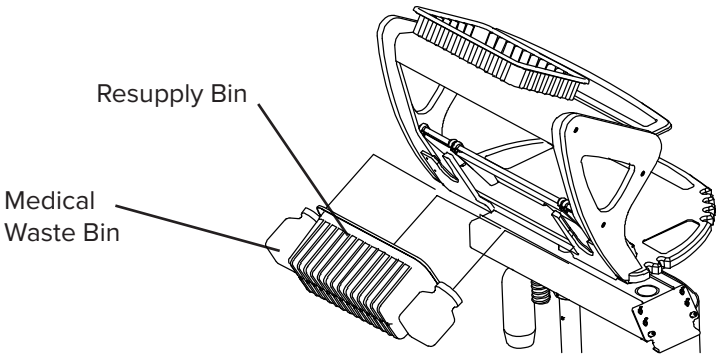

Fig 11.2
1. Slide your Resupply Bin between the med waste holders. Slide the Med Waste Bins into the med waste holder slot (Fig 11.2).